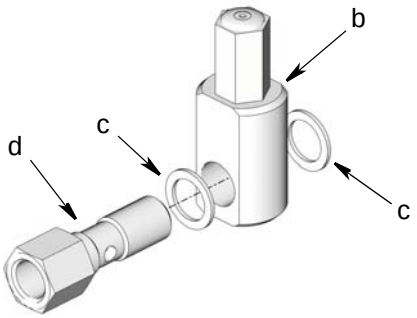

FIG. 23
c. Install one washer (c) over end banjo bolt (d). Then install banjo fitting (b) on banjo bolt, followed by the second washer (c) (FIG. 23).